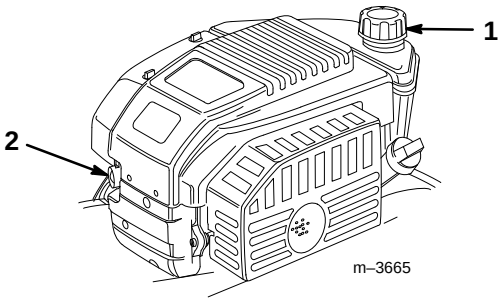

Abbildung 10
2. Den Bereich um den Kraftstofftankdeckel herum reinigen (Abb. 10).
3. Den Kraftstofftankdeckel abnehmen (Abb. 10).
2. Die Kaltstarthilfe dreimal drücken und nach jeder Betätigung zwei Sekunden warten (Abb. 10).